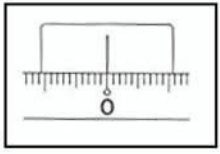

Рис.15
2) Наведитесь на точку А и вращайте лимб “8” до совмещения индекса с отсчетом 0º (Рис.15).